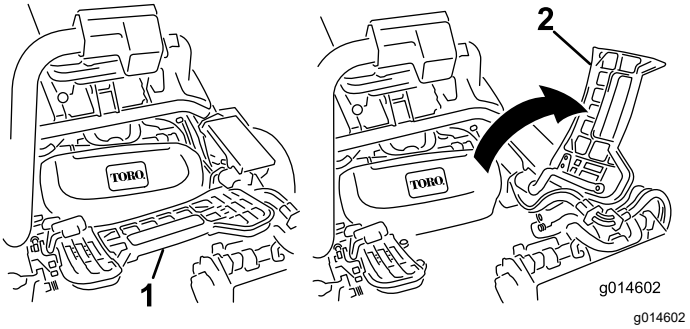

Figur 52
2. Hæv fodstøtten og vip den åben, så du får adgang til den midterste klippeenheds position (Figur 52).